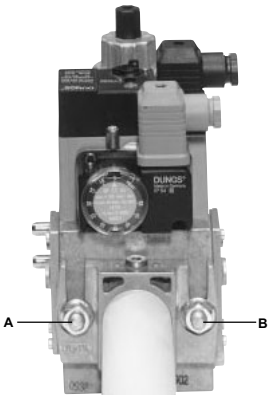
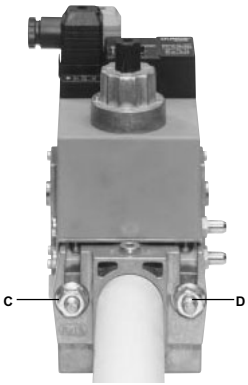

Fig. 3
Fig. 4
3. stringere le viti A, B, C e D (Fig. 3 - Fig. 4), rispettando le posizioni di montaggio (Fig. 6);